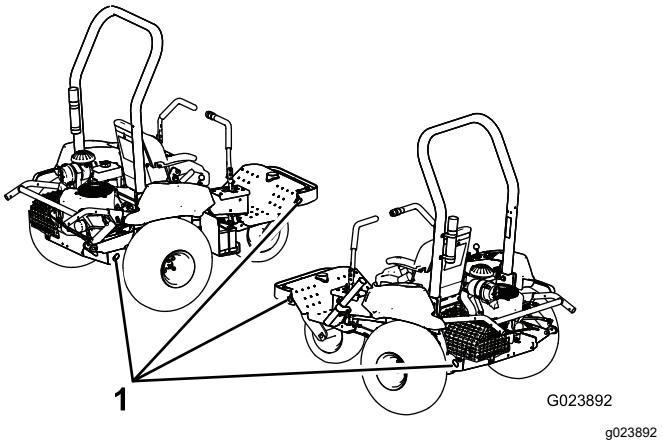

Figuur 25
5. Gebruik de bindogen op de machine (Figuur 25) om de machine goed vast te maken aan het transportvoertuig met banden, kettingen, kabels of touwen.